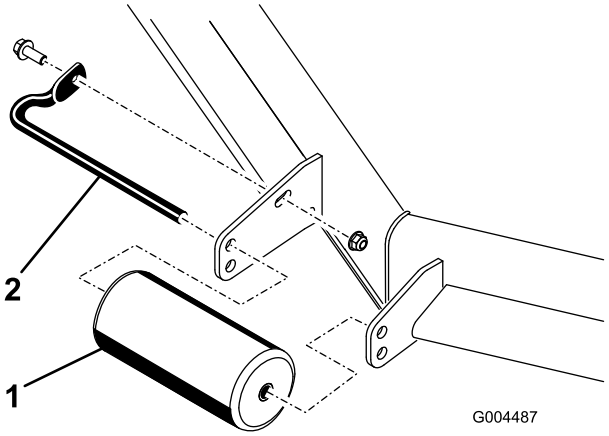
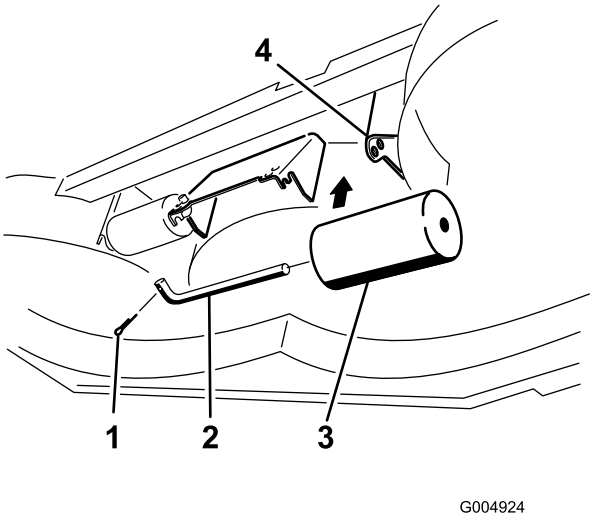

**Figur 24**
**Figur 28**
4. Lossa de fästelement som fäster valsarna på klippdäcket och flytta valsarna uppåt eller nedåt så som önskas; se Figur 24 t.o.m. Figur 28, det avsnitt som är tillämpligt för din klippare.